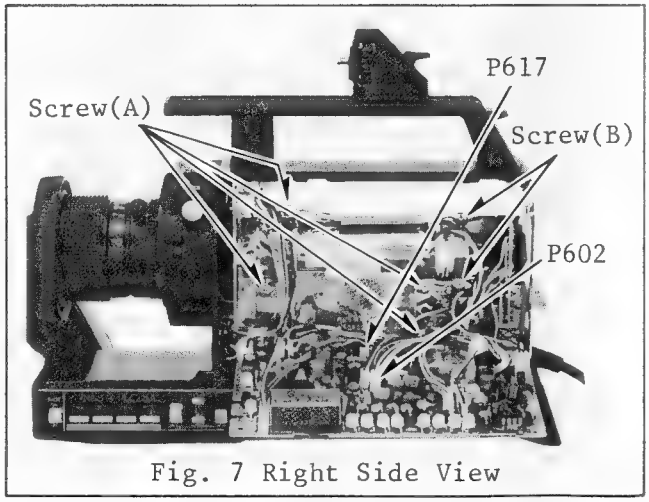

Fig. 7 Right Side View
3-2. Disconnect 2 connectors (P617 and P602) (see Fig. 7).
3-3. Unscrew 4 screws (A) and 2 screws (B) (see Fig. 7).